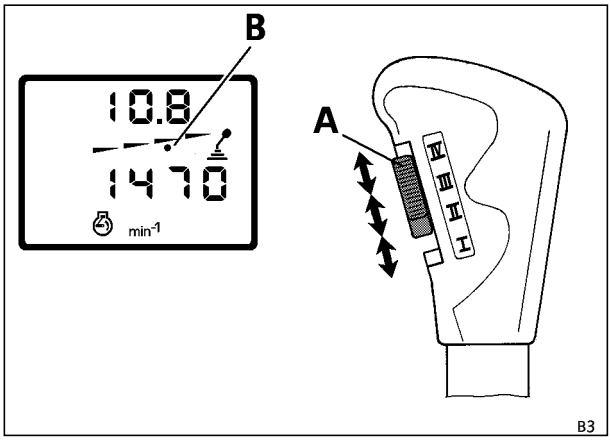

Rys.35
- Włącznik (A/ OBSŁUGA Rys. 35) włączyć najpierw na stopień III a następnie ponownie na stopień IV,